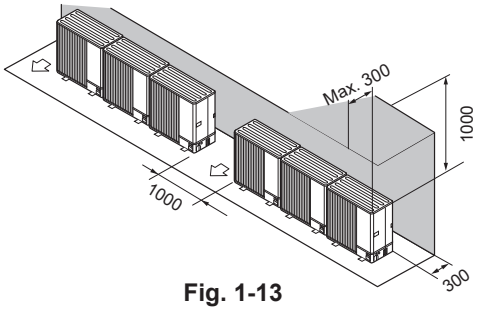

Fig. 1-13
② Obstacles at rear and above only (Fig. 1-13)